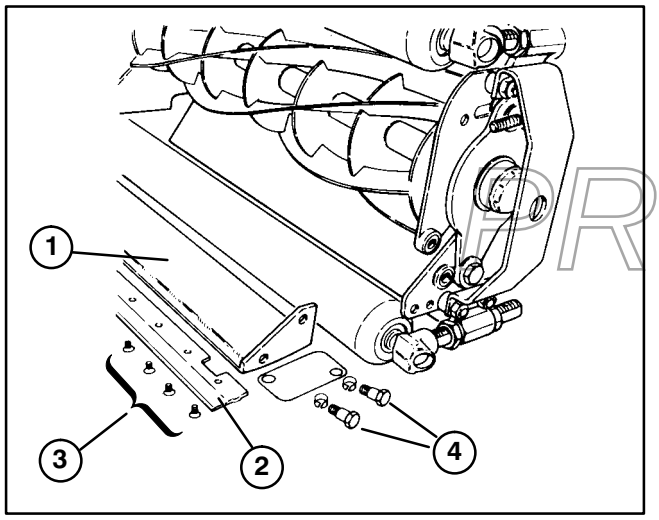

Figure 25
2. Remove the mounting screws for the bedknife and separate the bedknife from the bar (Fig. 25). Discard the screws.
3. Use a torque wrench and Part No. 51−0880 special tool to finish tightening the screws (Fig. 25). Torque the screws to 250 in.−lb (28 Kgm) beginning with the center screw and tightening alternate screws toward each end to insure the bedknife will be flat against the bedbar.